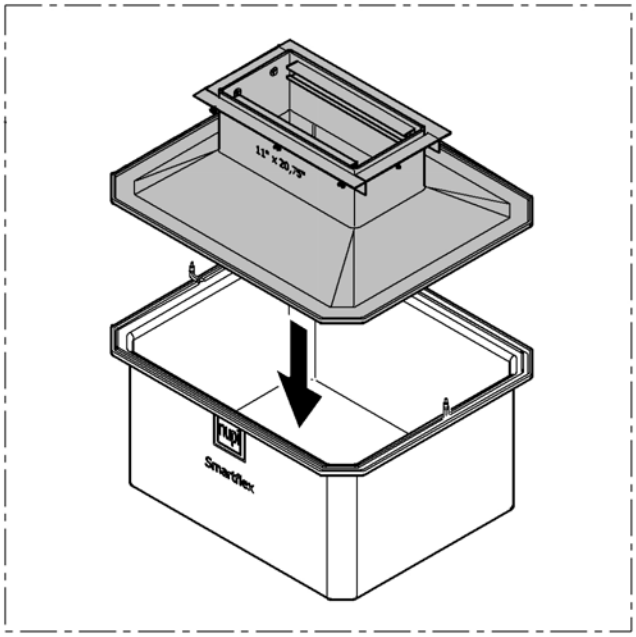

Fig. 2
• Colocar la tapa de la arqueta para distribuidor en su base poniendo atención en evitar golpear los conectores necesarios para la soldadura. (Fig.2)